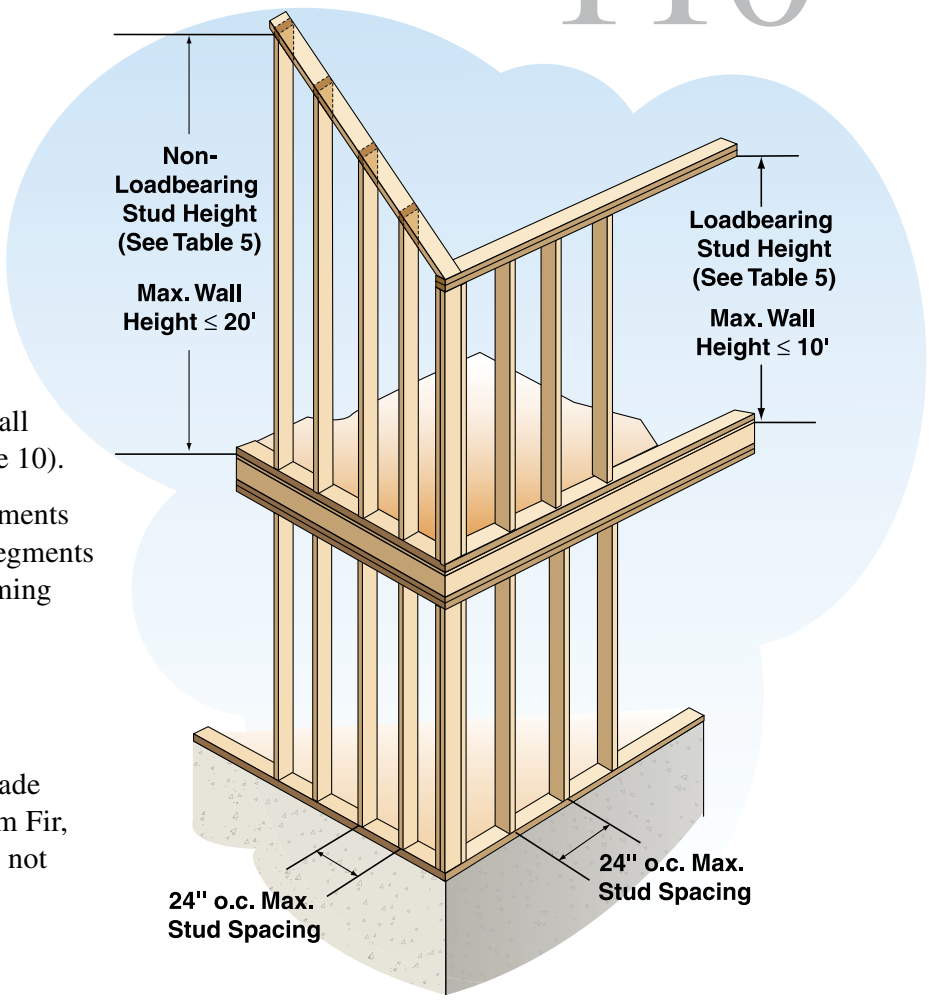

Figure 10. Maximum Wall and Stud Height and Stud Spacing
- **Wall Heights.** Loadbearing walls shall not exceed 10 feet in height. Non-loadbearing walls shall not exceed 20 feet in height (See Figure 10).
- **Wall Stud Spacing.** Wall stud spacing shall not exceed 24 inches on center (See Figure 10).
- **Wood Studs.** Wall studs of #2 or Stud grade lumber (including Douglas Fir-Larch, Hem Fir, Southern Pine, and Spruce-Pine-Fir) shall not exceed the maximum lengths specified in Table 5 (See Figure 10).